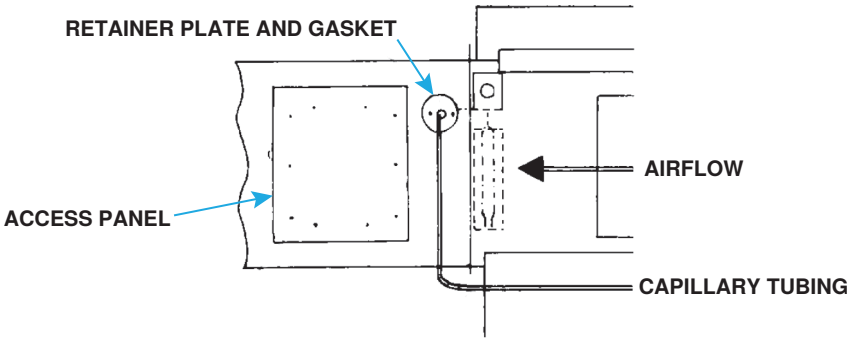

Figure 8. Capillary Sensor Installation
(2) At selected ductwork location, mark and cut 1/2-inch hole hole that will be sealed with gasket and retainer plate (see **Figure 8**). Push sensor and capillary tubing through hole.
(3) Remove ductwork access panel (see **Figure 8**) and install sensor in sensor holder so that it senses air temperature as it flows through holes in holder.
(4) Position sensor holder and junction box assembly inside ductwork so that sensor will be shielded from direct airflow and secure junction box to ductwork using four field-supplied #6 sheet metal screws.
(5) Slide gasket (cut slit) and retainer plate over capillary tubing. With gasket next to ductwork, install hole retaining plate and secure using field-supplied sheet metal screws.
(6) Close ductwork access panel.